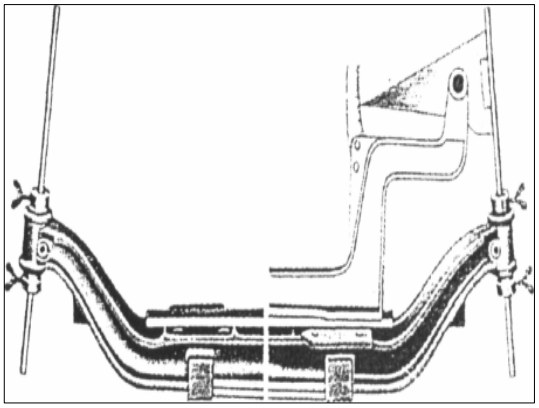

РИС. 298
4) Установите шаблон на лекальной линейке и передвигайте его по направлению к оправке и посмотрите, касаются ли обе ножки оправки. Если шаблон не касается прибора, наклон поворотного шкворня неправильный (см. рис.298). Замените переднюю балку.